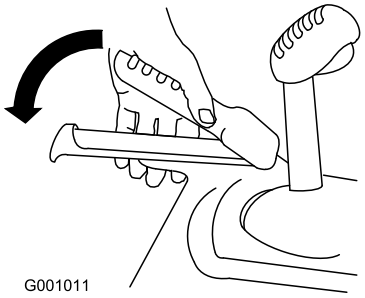

Figur 33
1. Pressa ned det vänstra reglaget (drivningsreglaget) till handtaget för att koppla in hjuldrivningen (Figur 33).